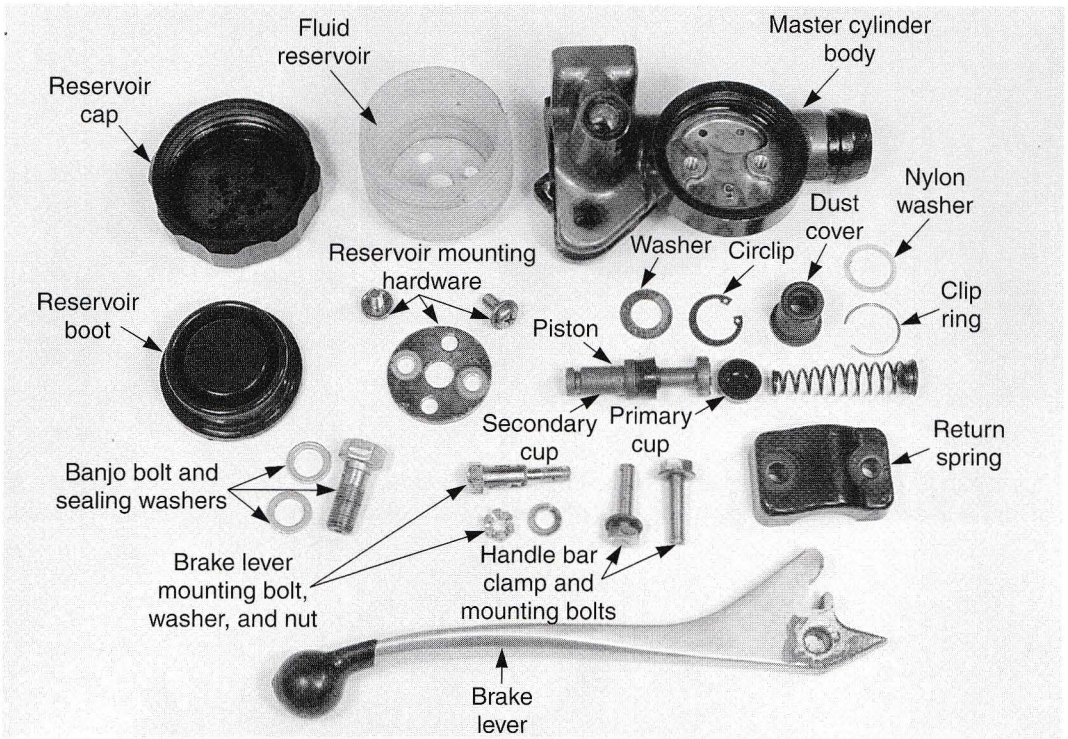

Figure 15-23. Completely disassemble the master cylinder before cleaning parts in a brake fluid solution or denatured alcohol.
1. Remove and disassemble the master cylinder following service manual instructions, **Figure 15-23.**